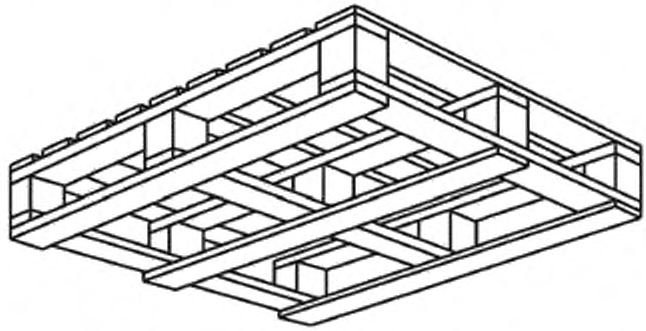

Рисунок 11 — Упрочненный поддон
3.11 **упрочненный поддон:** Плоский поддон, детали нижнего настила которого накладывают сверху на другие детали поддона для обеспечения дополнительной прочности (см. рисунок 11).